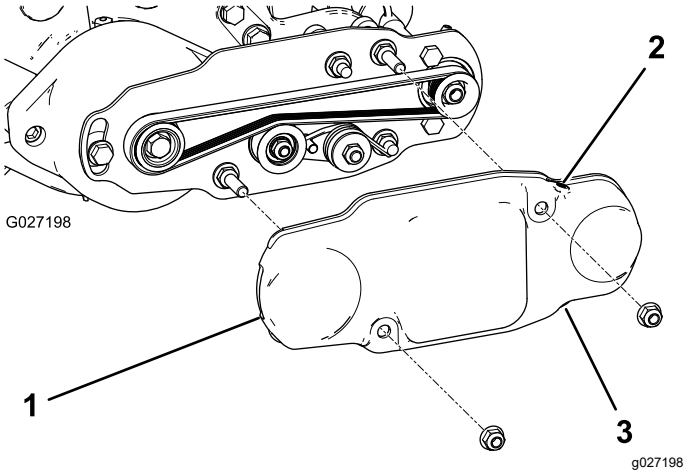

Rysunek 19
2. Nasuń osłonę paska na śruby mocujące i zamontuj pokrywę 2 nakrętkami kołnierzowymi (Rysunek 19).